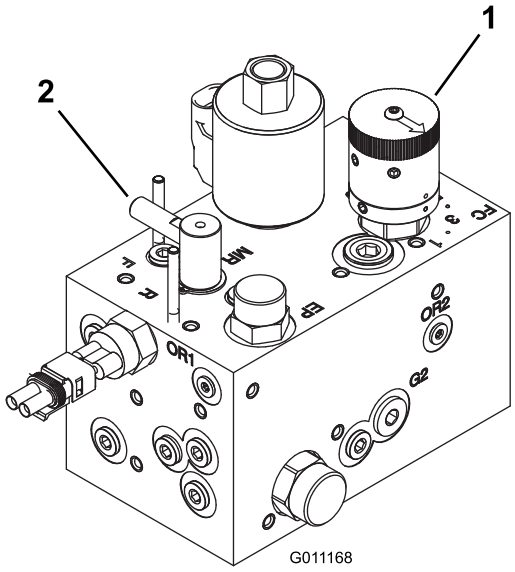

Figura 44
2. Gire el mando de control de velocidad del molinete (Figura 44) al número determinado en el Paso 1.